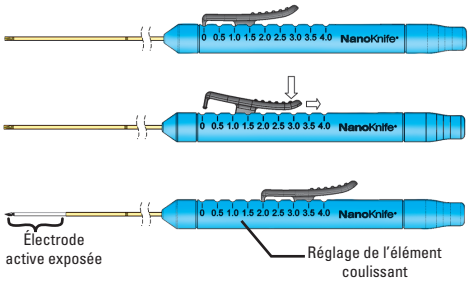

Figure 6 : Ajustement de l'exposition de l'électrode
13. Vérifier la longueur de l'électrode exposée indiquée par l'élément coulissant sur la poignée (voir Figure 6).